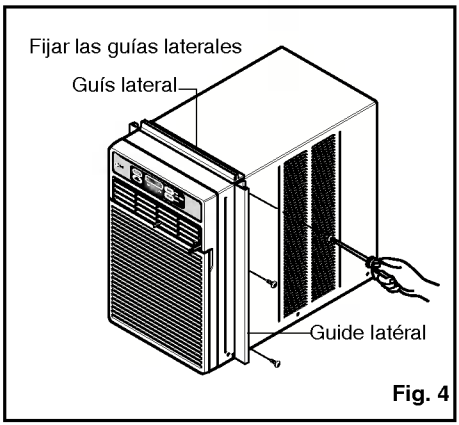

Fig. 4
5. Sujete las guías laterales a los laterales del aire acondicionado con tres tornillos del tipo A para las guías. Comience con el primer tornillo en la parte media de las guías. (Fig. 4)